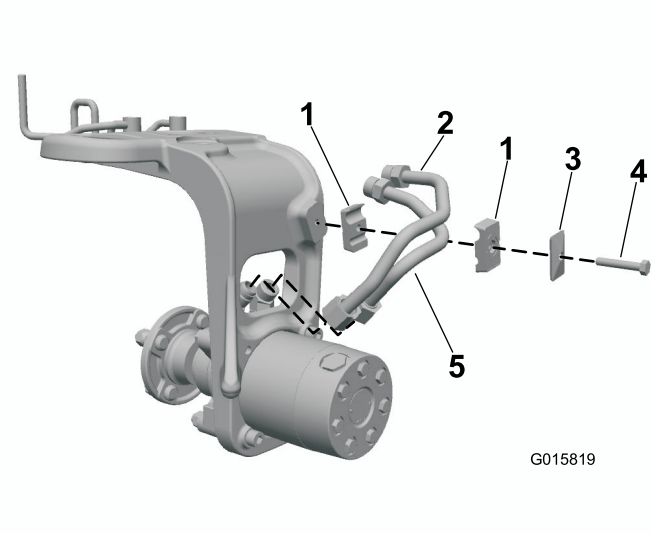

Figur 6
1. Montera löst fast stålhydraulledningarna på hjulmotorkopplingarna (Figur 6).
2. Montera rörklämman på svänghjulsgaffeln. Justera anordningen så att den passar ihop med hydraulkopplingarna och rörklämmorna (Figur 6).
3. Fäst rörklämmorna med en skyddsplåt och en skruv (5/16 x 1 ¾ tum) enligt Figur 6.